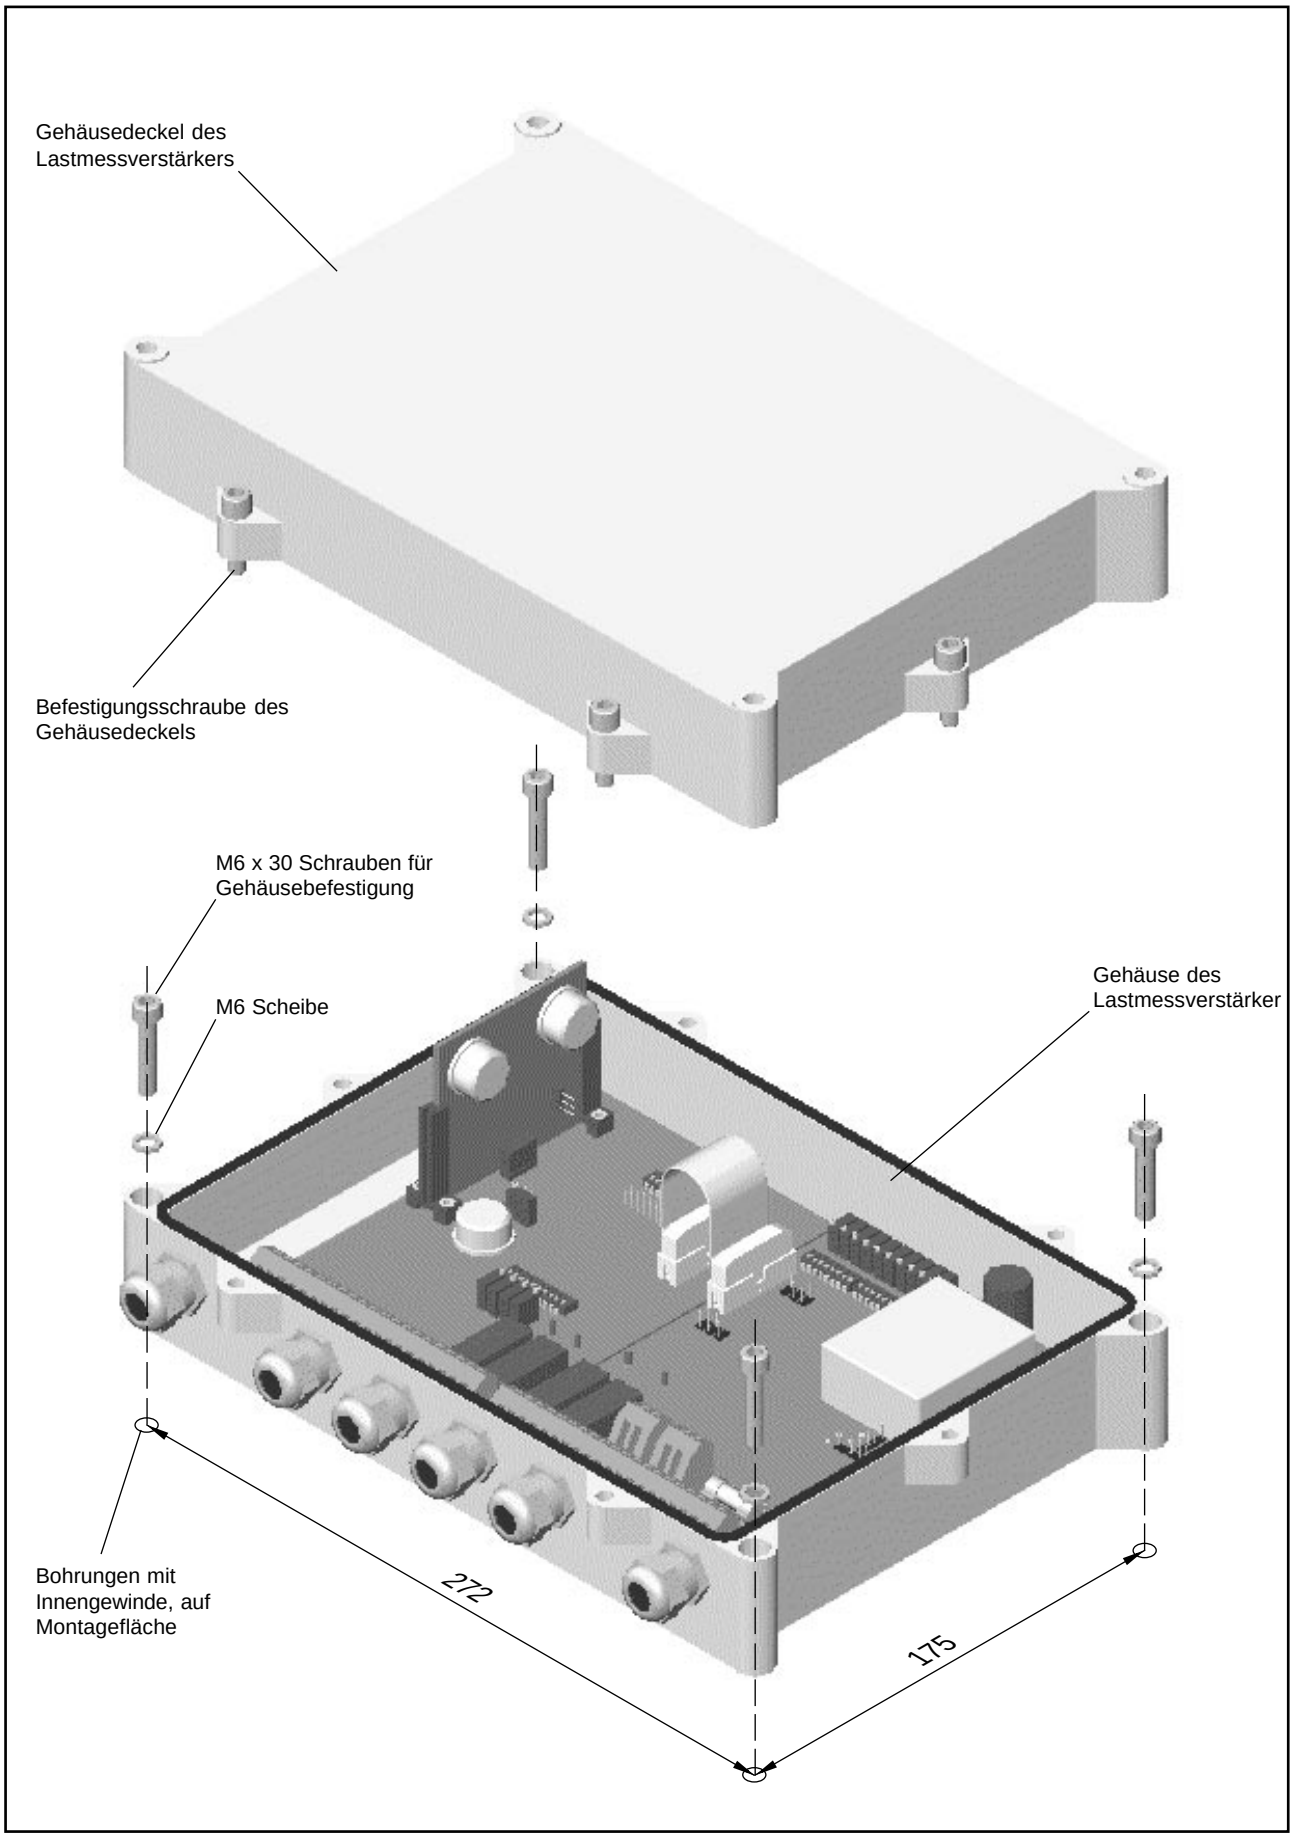

Bild 4-1 : Montage des LMU 116 Lastmessverstärkers.
- Position der benötigten vier Bohrungen mit Innengewinde auf der Montagefläche anreissen (siehe auch Bild 4-1).
- Gehäusedeckel des Lastmessverstärkers durch Lösen der sechs Befestigungsschrauben entfernen (siehe auch Bild 4-1).
- Gehäusedeckel des Lastmessverstärkers wegnehmen, indem die sechs Befestigungsschrauben gelöst werden (siehe auch Bild 4-1).